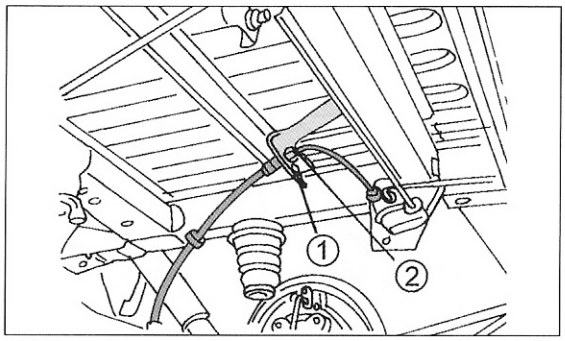

Bild 246
- Dem Verlauf der Bremsleitung folgen und die Verbindung zwischen Bremsschlauch und Bremsleitung am Rahmen trennen. Dazu die Überwurfmutter lösen und die Leitung herausziehen. Das Federblech ausschlagen und den Schlauch aus der Metallhalterung herausziehen. Bild 246 zeigt die eingebaute Bremsschlauch/Leitungsverbindung. Das Schlauchende und das Leitungsende in geeigneter Weise verschließen, um Eindringen von Schmutz zu vermeiden.